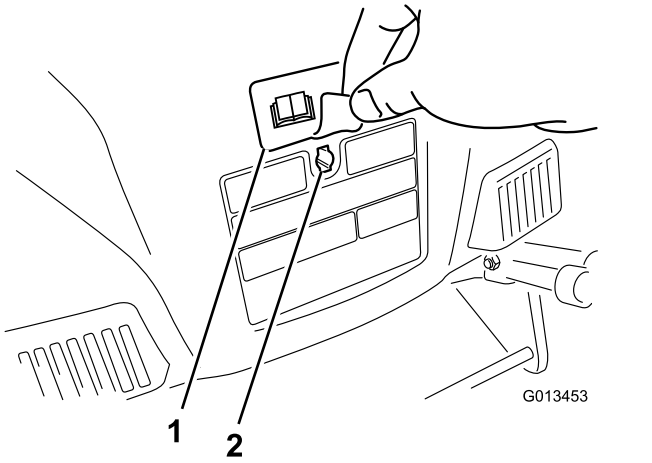

Figur 5
3. Fjern merket som dekker det nøkkelhullformede hullet bak i huset (Figur 5).